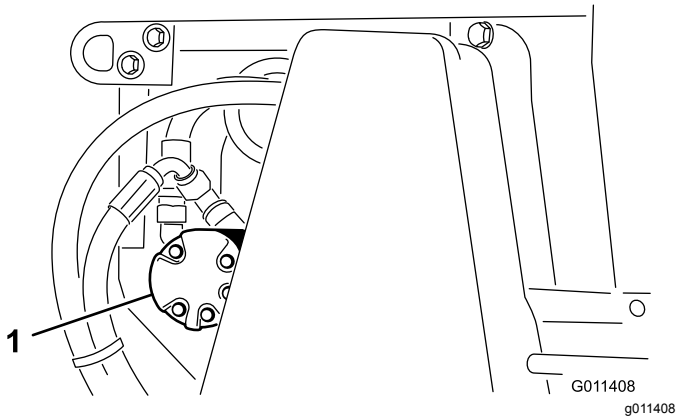

Figur 23
2. Løsn de møtrikker, som fastgør børstemotoren (Figur 23) til maskinens venstre side.